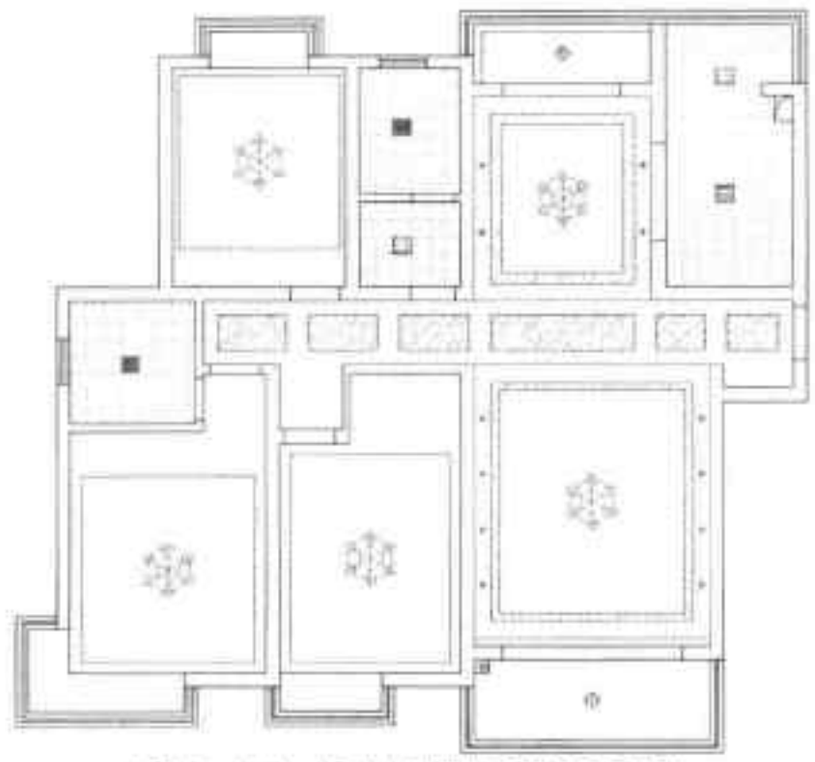

图19-77 插入格栅灯和浴霸图块
Step 24 执行“插入块”命令，选择灯具图块中的格栅灯、浴霸图形插入，如图 19-77 所示。